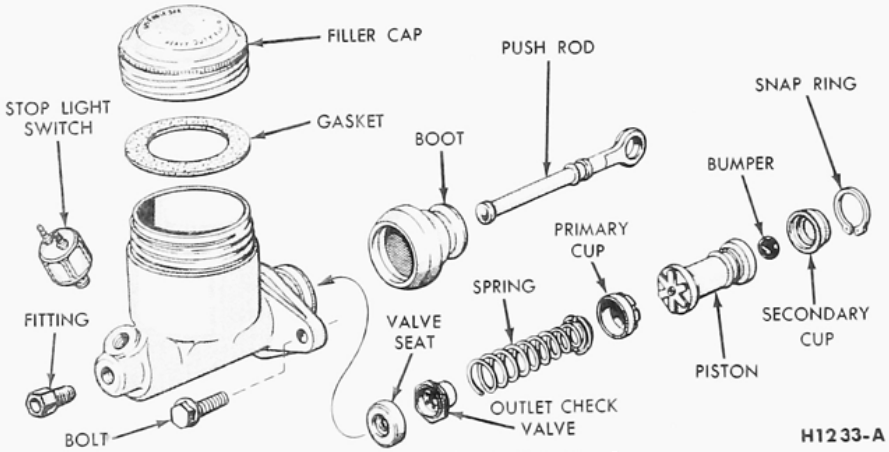

FIG. 16—Typical Brake Master Cylinder F-250 Trucks
3. Remove the brake bolt, fitting, and gaskets from the forward end of the cylinder (Fig. 16 or 17). Remove the snap ring from the bore at the rear end of the cylinder and remove the stop plate, piston, cup, spring, check valve, and seat from the cylinder bore. If necessary, blow through the forward bolt hole to remove the parts.
2. Install the brake fitting, bolt, and gaskets (Fig. 16 or 17), on the forward end of the cylinder. If the stoplight switch mounts on the master cylinder, attach the switch to the brake bolt.